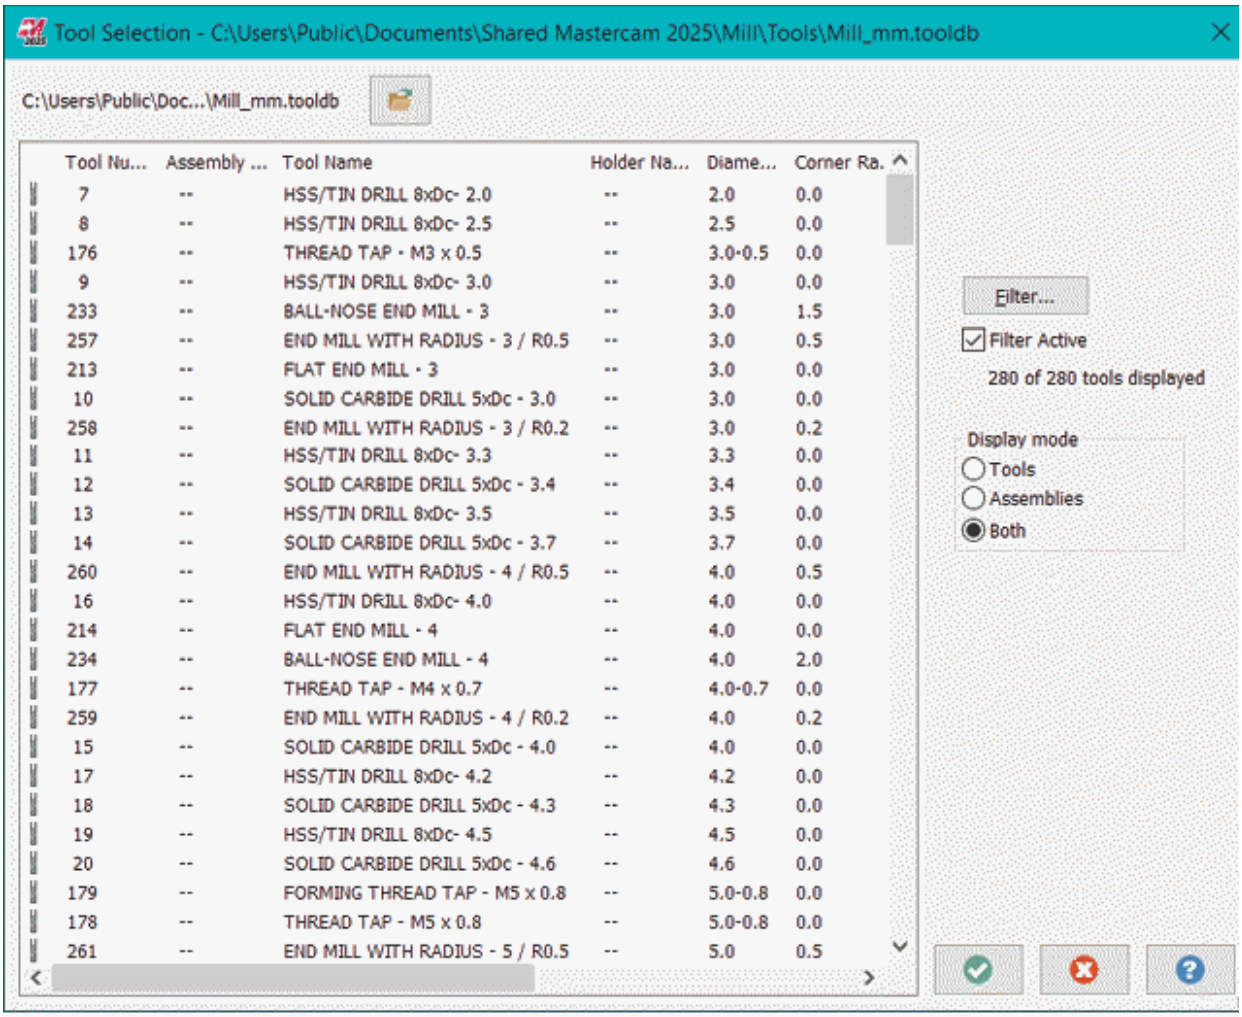

Figure-64. Tool Selection dialog box
- Click on the **Select library tool** button from the dialog box. The **Tool Selection** dialog box will be displayed; refer to Figure-64.